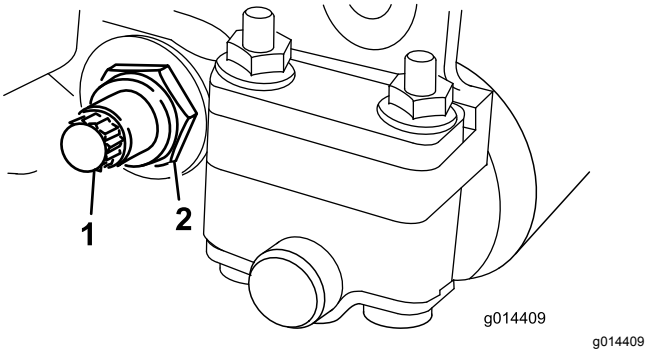

Figuur 21
3. Draai de borgmoer van de snijbalkbout op beide zijden van de machine los (Figuur 21).
4. Verwijder beide snijbalkbouten zodat de snijbalk omlaag kan worden getrokken en uit het maaidek kan worden verwijderd (Figuur 21).